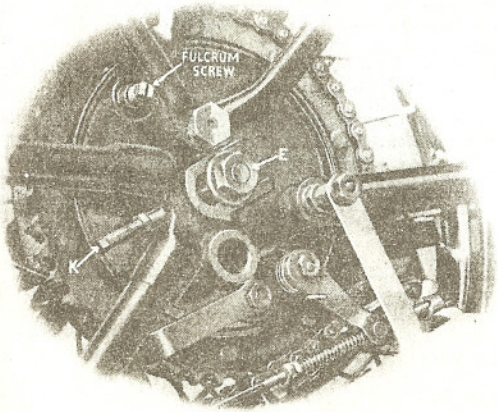

FIG. 15.
Slack off the two rear wheel spindle nuts E (Fig. 15) and loosen the nut securing the brake anchor bar to the brake plate. Adjust the chain by rotating the screw adjusters K; turn each adjuster by an equal amount. After making the adjustment tighten up the spindle nuts, the locknuts on the adjusting screws and the brake anchor bar nut. The rear chain should have approximately ⅝in. movement at the tightest point midway between the sprockets. Adjust the rear brake if necessary; see brake adjustment, page 42.
*Adjustment:*—The rear brake is fitted with a fulcrum adjuster (Fig. 15) and **all normal brake adjustment must be made by rotating the square-ended fulcrum spindle** situated in the brake plate diametrically opposite the brake lever bearing. Turn clockwise to compensate for wear. The hand adjuster on the rear end of the brake rod must be slacked off whilst the fulcrum adjustment is made. When the fulcrum spindle will turn no further, re-tighten the hand adjusting nut until the brake pedal has only a trace of idle movement.